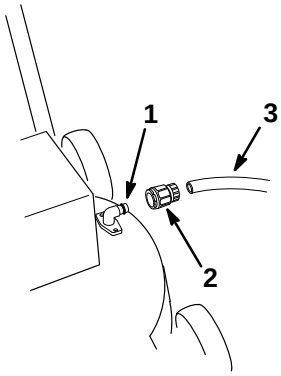

Afbeelding 21
2. Bevestig een snelkoppeling (los verkrijgbaar) aan het uiteinde van de tuinslag (Afb. 21).
3. Sluit de koppeling aan op de wasaansluiting van de grasmaaier (Afb. 21).